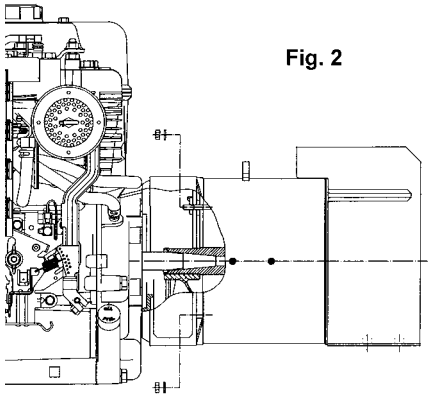

Fig. 2
-) lock the alternator into the cover by fixing the four M8 nuts onto the bolts, applying a tightening torque of 16±7% Nm (figure 2)
| -) bloquer l'alternateur sur le couvercle en fixant les quatre écrous M8 sur les tirants, en appliquant un couple de serrage de 16±7% Nm (figure 2) | -) den Umwandler auf dem Deckel befestigen und ihn mit Hilfe der vier Schraubmuttern M8 an den Zugstangen befestigen bei Aufbringen eines Anzugsmoments von 16±7% Nm (Abbildung 2) | -) sujete el alternador en la tapa fijando las cuatro tuercas M8 en los tirantes, aplicando un par de torque de 16±7% Nm (fig. 2) |